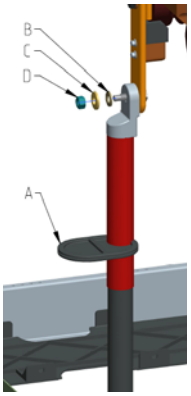

Figure 4.7.8
- Faire des entailles dans le caoutchouc de traverse (Figure 4.7.8 A) à l'aide d'un couteau aiguisé.
- manchon du câble (Figure 4.7.8 A).
- placer ensuite la bague d'arrêt (Figure 4.7.8 B),
- la rondelle à ressort (Figure 4.7.8 C),
- l'écrou (Figure 4.7.8 D).